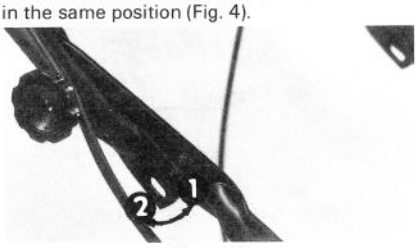

Figure 4
3. Rotate upper handle to desired position. Assure that both sides of the handle are located in the same position (Fig. 4).